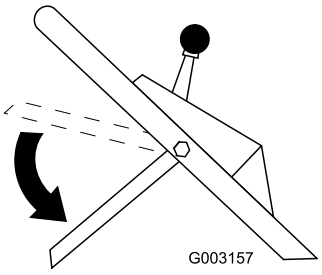

Bild 17
8. Bewegen Sie den Schaltbügel in die niedrigste Stellung (Bild 17).